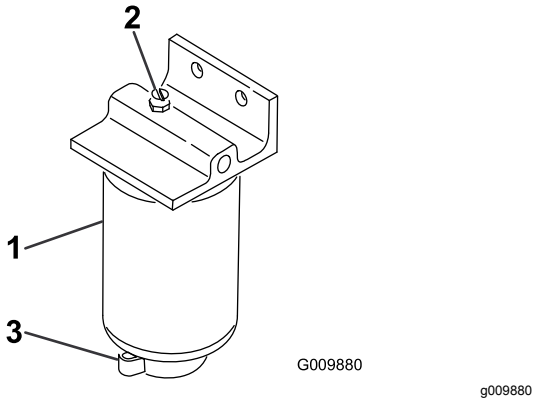

Figur 65
2. Lossa avtappningsventilen i botten på filterskålen (Figur 65).
1. Rengör området där filterskålen ska monteras (Figur 65).